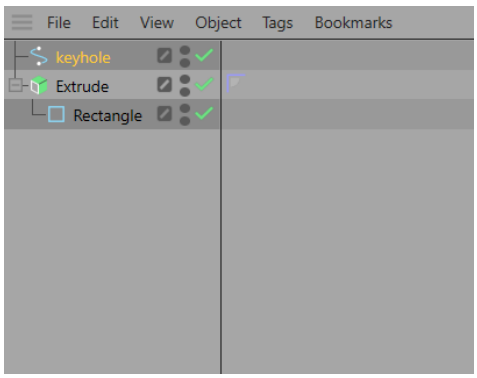

Figure 2-13 *Spline renamed as keyhole*
5. Select *Spline* in the Object Manager. In the Attribute Manager, make sure that the **Object** button is chosen. In the **Object Properties** area, make sure the **Close Spline** check box is selected. Next, choose the **Basic** button in the Attribute Manager; the **Basic Properties** area is displayed. In this area, enter **keyhole** in the **Name** text box; *Spline* is renamed as *keyhole* in the Object Manager, as shown in Figure 2-13.